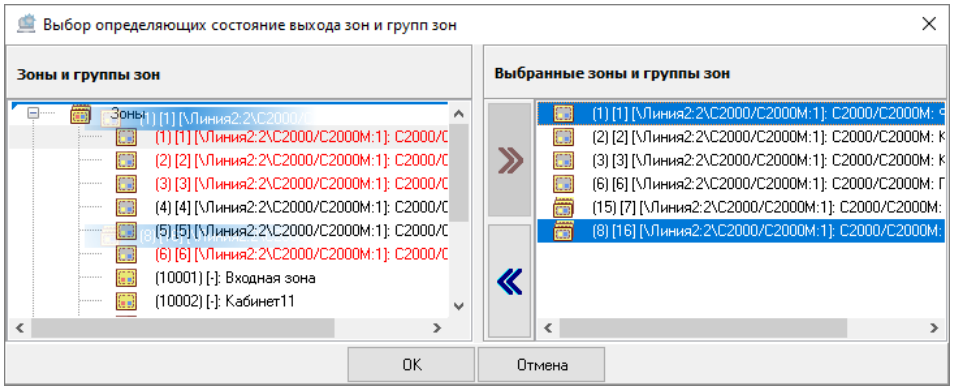

Рисунок 6-394 Отмена привязки к выходу зон и групп зон перетаскиванием
– выделите одну или несколько зон/групп зон в поле «Выбранные зоны и группы зон» (для выделения сразу нескольких зон/групп зон нажмите на клавиатуре и удерживайте клавишу <Shift> для выбора диапазона или клавишу <Ctrl> для комбинированного выбора) и перетащите выделенные зоны/группы зон в поле «Свободные элементы» (см. Рисунок 6-394).